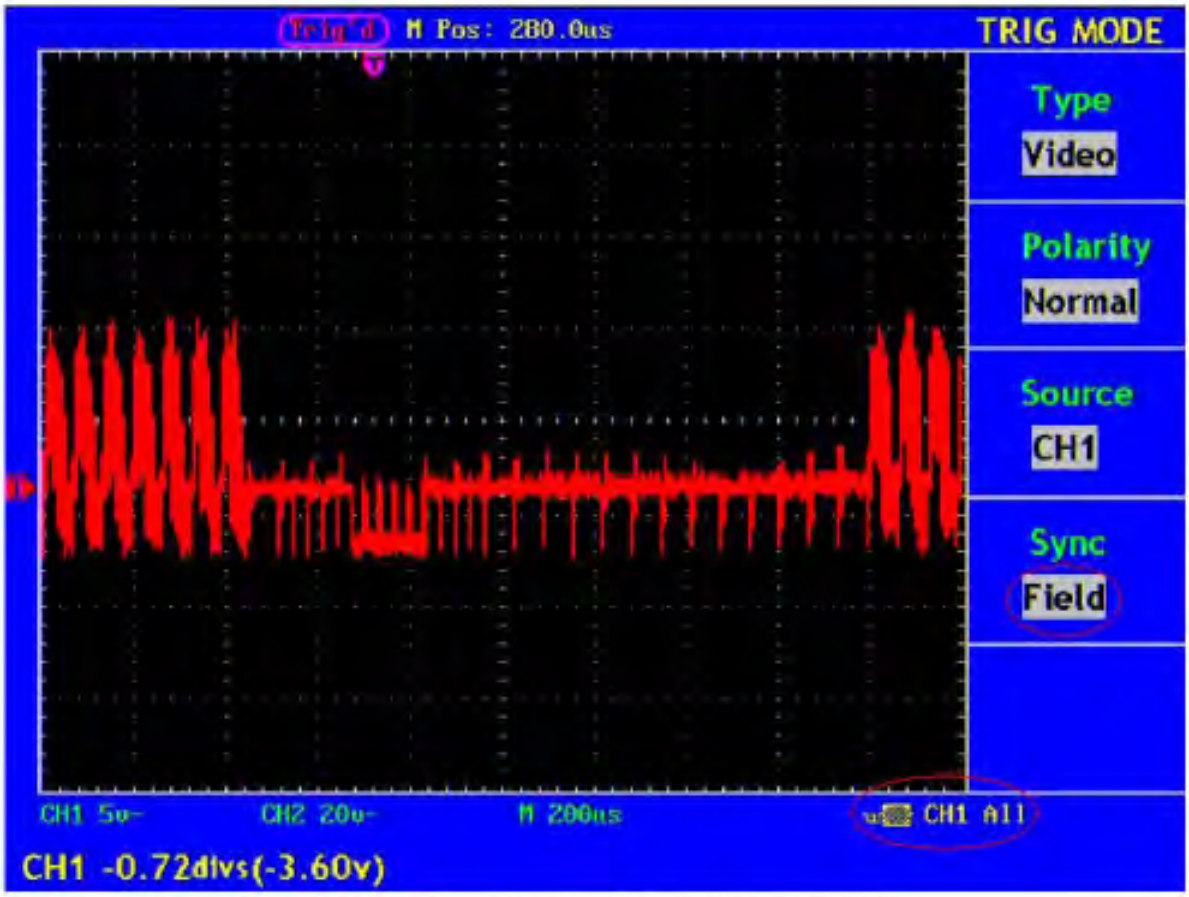

Abb. 60 Wellenform, erzeugt durch Videofeldtrigger
6. Betätigen Sie die Einstellknöpfe **VOLTS/DIV**, **VERTICAL POSITION** und **SEC/DIV**, um die Wellenform entsprechend anzuzeigen (siehe Abb. 60).